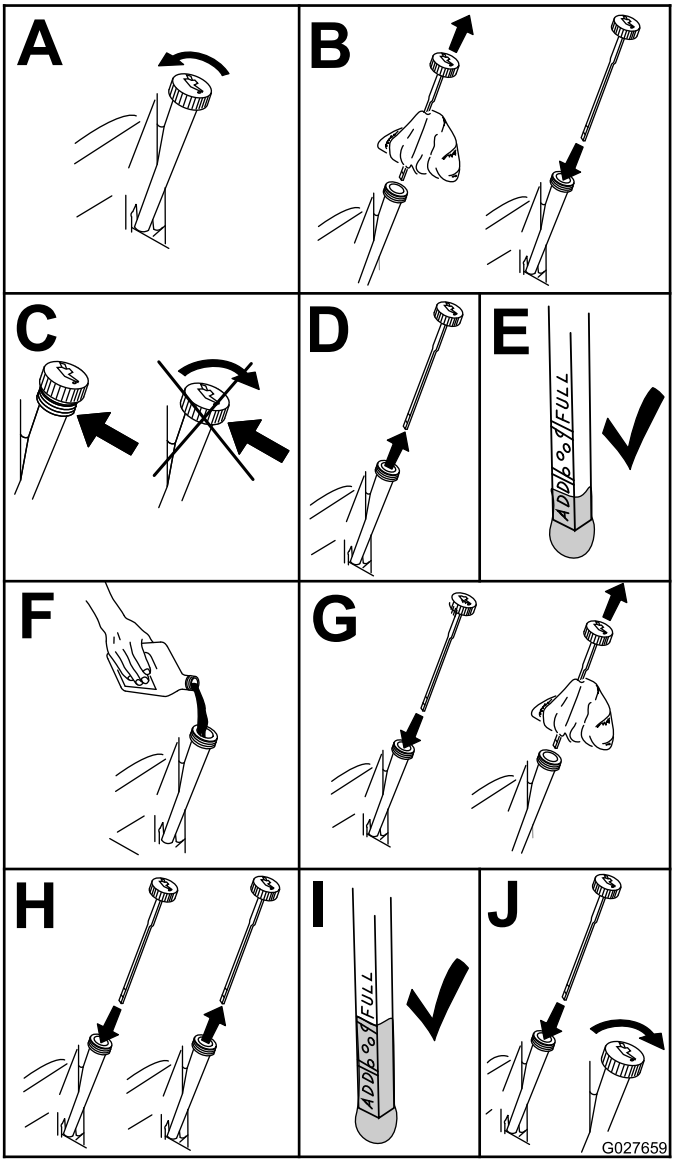

Figur 39
4. Kontroller motoroljenivået (Figur 39).